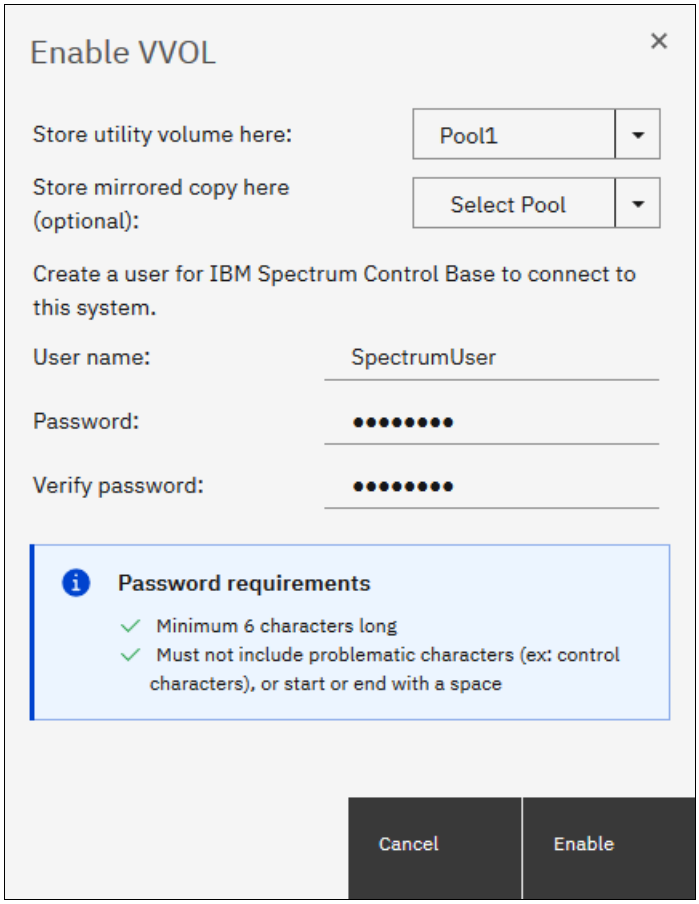

Figure 5-14 Enable VVOL window
c. Create a user for IBM Spectrum Connect to communicate with the IBM SAN Volume Controller, as shown in Figure 5-14 on page 199.